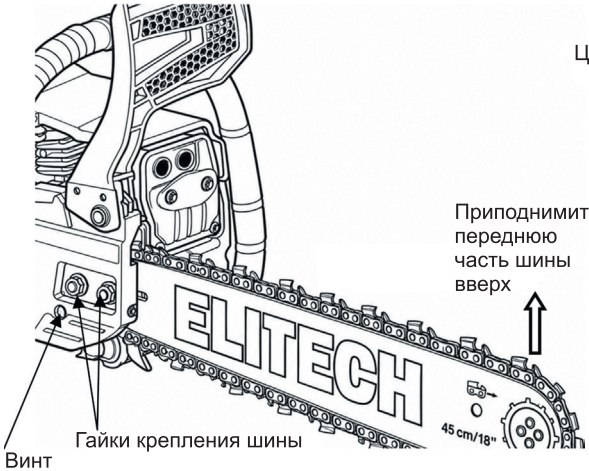

Рис. 20
1. Ослабьте гайки крепления шины (Рис. 20) .
2. Шлицевой отверткой комбинированного ключа крутите винт натяжения цепи по часовой стрелке до тех пор, пока цепь не будет плотно прилегать к нижней части шины (Рис. 20).